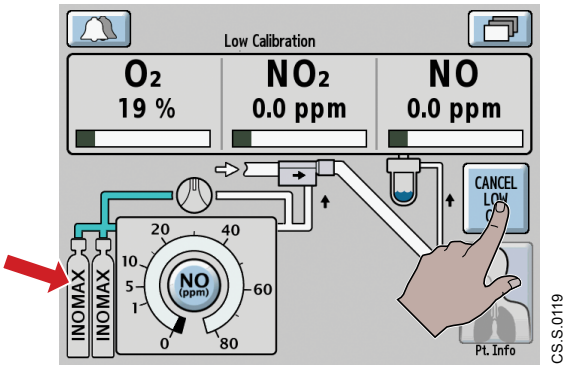

Figure 3-4 Cancelling Low Cal
- Once returned to the **Main screen**, select the **Cancel Low Cal button** (Figure 3-4) to cancel Low Calibration.
- Two **INOMAX cylinder icons** appear on the screen indicating that the INOmax DS_{IR} Plus recognizes the INOMAX cylinders (red arrow, Figure 3-4). If the INOMAX cylinder icons do not appear, refer to *6. Cylinder not Detected, in Section 7.2 Identifying and Resolving Alarms*.